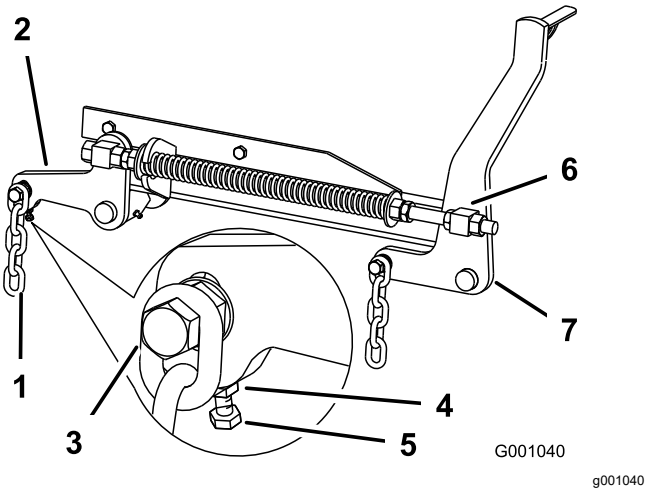

Figur 111
7. Om måtten vid punkt **B** eller **C** är felaktiga ska du lossa den skruv som håller fast den bakre kedjan vid den bakre stödarmen (Figur 111).
mätvärde på mellan 80 och 83 mm. Se Figur 111.
7. Lossa kontramuttrarna för de främre lekarna framtill på höger och vänster lekare ca 13 mm (Figur 111).
8. Justera lyftmuttrarna på både vänster och höger sida av maskinen så att du får en inställning som är 6–10 mm lägre fram vid punkt **A** än bak vid punkt **B** (Figur 111).